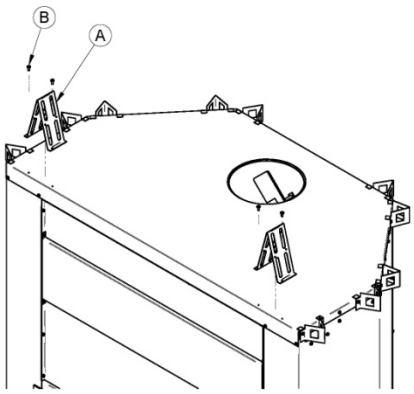

**Figure 5**
2. Alignez les trous des cales d'espacement **(A)** avec les trous pré-percés sur le dessus du foyer et les sécurisé avec les 4 vis **(B)**, illustré à la **Figure 5**: